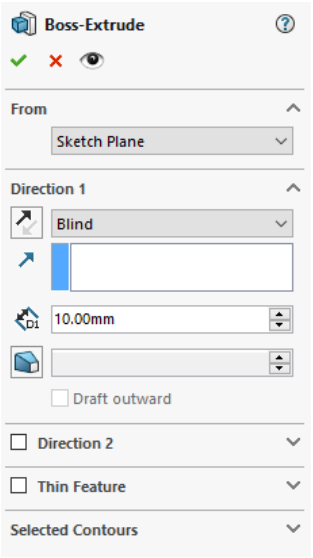

*Figure 2-69 The **Boss-Extrude PropertyManager***
1. Choose the **Extruded Boss/Base** button from the **Features CommandManager**; the sketch is automatically oriented to the trimetric view and the **Boss-Extrude PropertyManager** is displayed, as shown in Figure 2-69.